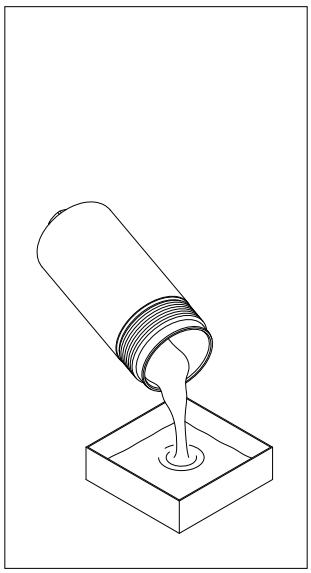

fig. 2
- (Fig. 2) Svuotare il fluido di lavoro dal contenitore al recipiente di raccolta